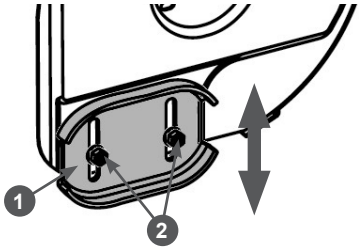

Рис. 21. Регулировка высоты забора снега
2. Открутите гайки 2 крепления полозка 1 на 1-2 оборота и установите полозок на необходимую высоту (Рис. 21). Снова затяните гайки.